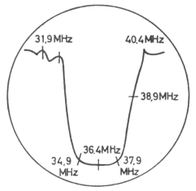

Abb. 4
| über Koppelbecher an Rö 2 des VHF-Kanalwählers | über Wobbler | 36,4 MHz | (10) (11) (12) | Kurve nach Abb. 4; Kurvenform durch (12) einstellen; dabei wechselseitig (10) (11) nachstellen; bei mehr als 2 Kernumdrehungen ist (9) nachzugleichen. |
| über Koppelbecher an Mischröhre des UHF-Kanalwählers | über Wobbler | 36,4 MHz | (13) | Kurve nach Abb. 4; Kurvenform nur mit 13 einstellen, gegebenenfalls C 127 ändern; alle übrigen Abgleichpunkte nicht mehr verstellen! |